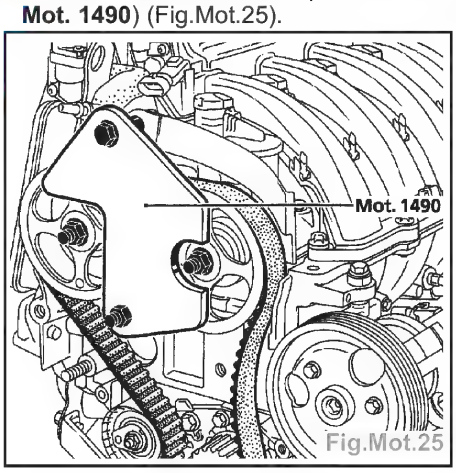

Fig.Mot.25
- Positionner le logo RENAULT gravé sur les branches des poulies des arbres à cames verticalement vers le haut (A), poser la courroie de distribution sur les poulies des arbres à cames puis monter l'outil de blocage des poulies des arbres à cames **Mot. 1490** (utiliser les fixations du carter de distribution pour fixer le **Mot. 1490**) (Fig.Mot.25).
- Aligner l'index mobile (A') par rapport à l'index fixe (7) et serrer définitivement l'écrou au couple de 2,7 daN.m.
- Mettre en place l'outil de blocage **Mot. 1490** des poulies arbres à cames (Fig. Mot.25).